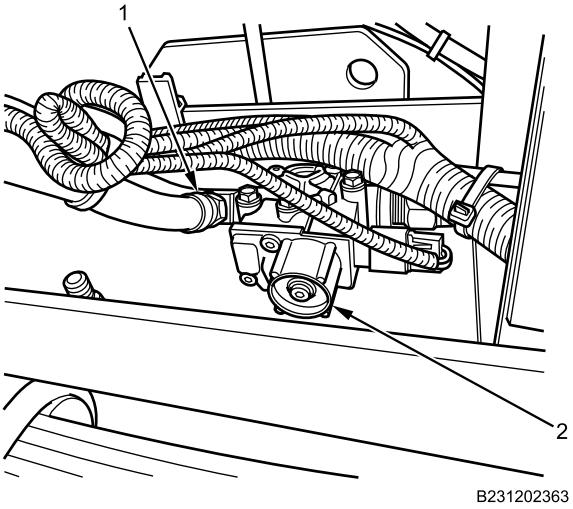

Figure 3. Modulator Valve.
5. Remove service brake air hose (Figure 3, Item 1) from modulator valve (Figure 3, Item 2) on frame rail.